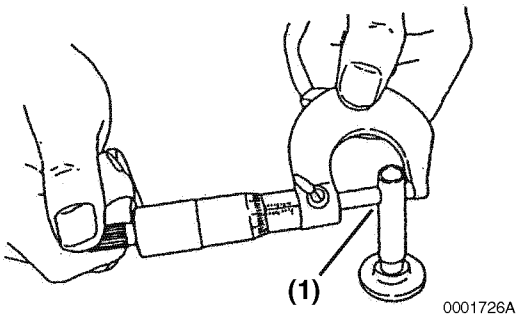

Figure 6-121
2. Measure the outside diameter of the tappet stem **(Figure 6-121, (1))**. *See Tappet on page 6-23 for the service limit.*